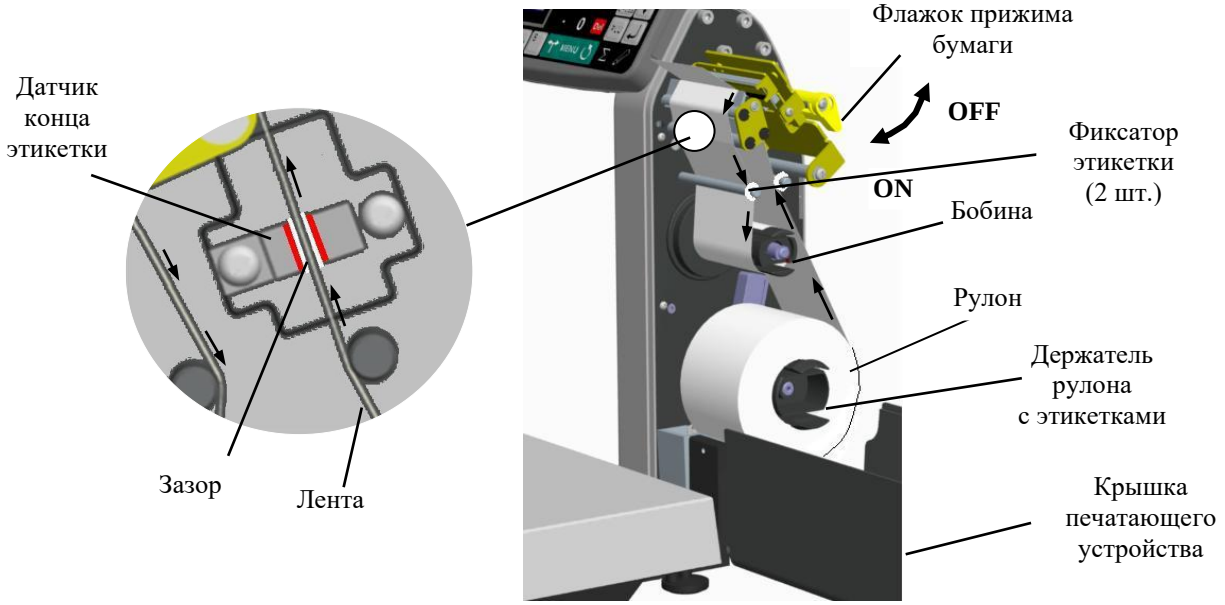

Рис. 2.6 – Установка рулона в терминалы RL и R2L
- Открыть крышку печатающего устройства (Рис. 2.6).
☝ Лента должна проходить между направляющими валиками и через зазор датчика конца этикетки, см. Рис. 2.6.